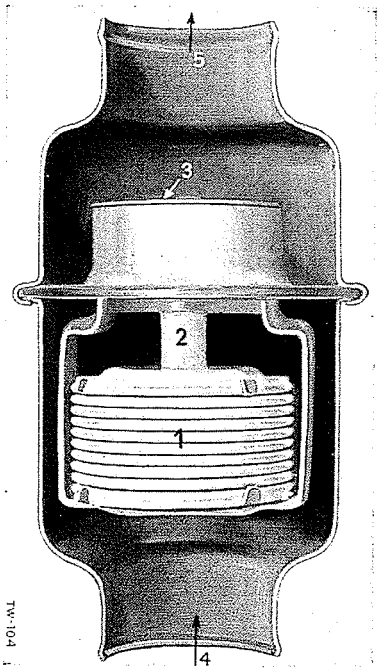

Bild 234
Falls nicht sicher steht, ob die Funktion gestört ist, muß das Gerät in warmem Wasser geprüft werden. Bei einer Wassertemperatur von 70—78 ° muß das Ventil (3), Bild 234, zu öffnen beginnen. Bei einer Wassertemperatur von 78—85 ° muß das Ventil ganz geöffnet sein. Liegen die angegebenen Funktionen in diesen Wärmebereichen, so ist der Thermostat in Ordnung.